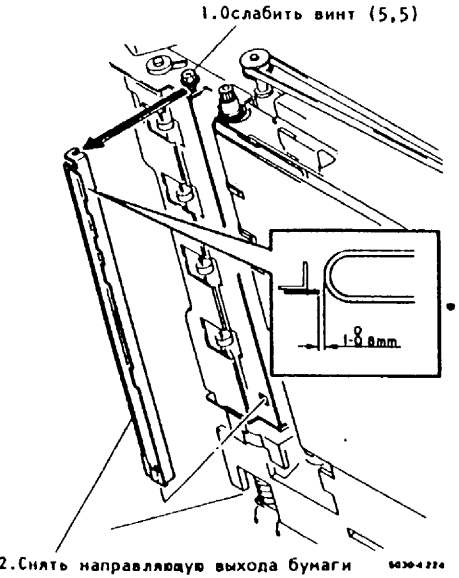

Рис.1. Снятие направляющей выхода бумаги
4. (Рис.1): Снять направляющую выхода бумаги.